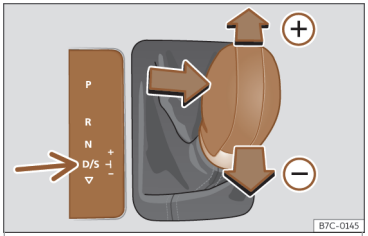

Fig. 138 Consola central: cambiar con tiptronic.
- Empuje la palanca hacia adelante ⊕ o hacia atrás ⊖ para aumentar o reducir la marcha››› **fig. 138**.